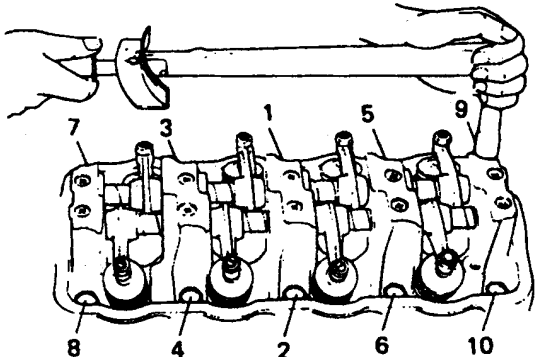

Fig. 1.4-3
(1) When checking cylinder head bolt, valve cover must be dismounted. The tightening torque of cylinder cover bolt is 55-60 N • m(5.5-6.0kg•m).
(2) When fastening cylinder head, cylinder gasket should be under the even stress. The sequence of screwing bolts is shown in Fig. 1.4-3.